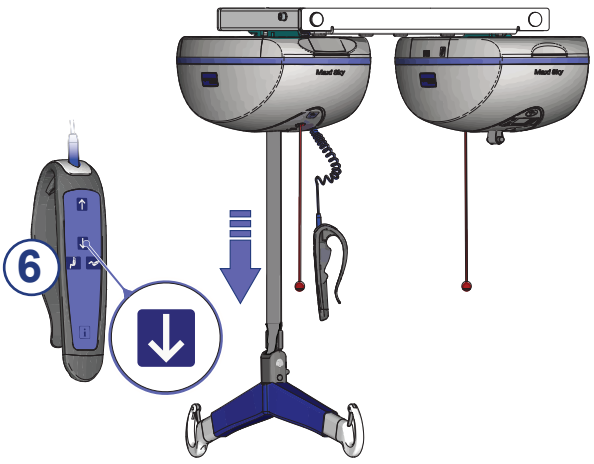

Afb. 73
5) Volg de in afb. 73 getoonde stappen om de *Maxi Sky* 2 Plus in Single Mode te zetten.